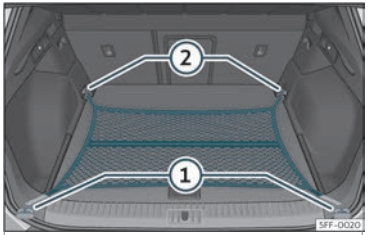

Abb. 116 Im Gepäckraum: flach eingehängtes Gepäckraumnetz.
- Hängen Sie die Haken in die Verzurrösen ① und ② ›› **Abb. 116** ein ›› ⚠. Der Reißverschluss des Gepäckraumnetzes muss dabei nach oben zeigen.